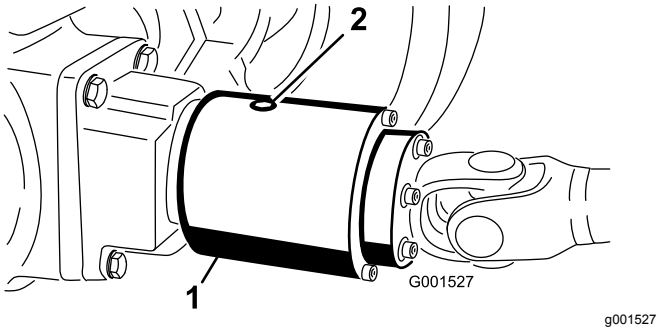

Figur 63
3. Roter clutchen slik at kontrollpluggen peker nedover (Figur 63).